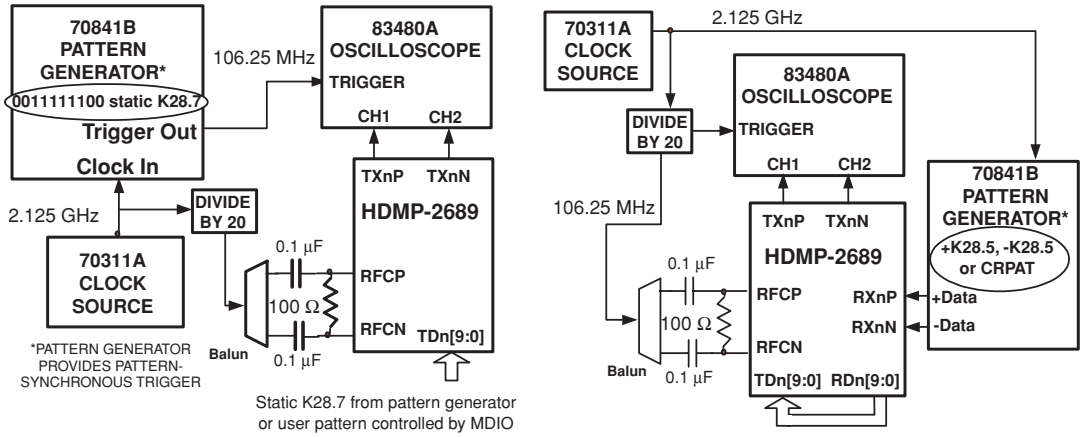

Figure 20. Transmitter DJ and RJ Measurement Method.
1. Defined by Fibre Channel specifications X3.230 – 1994 FC-PH, Annex A section A4.4 (oscilloscope method) and tested using setup shown in Figure 20.
2. Defined by Fibre Channel specifications X3.230 – 1994 FC-PH, Annex A section A4.4 and tested using the set up shown in Figure 20.
3. Defined by Fibre Channel Technical Report "Methodologies for Jitter specifications," Annex B, and tested using the set up shown in Figure 20.